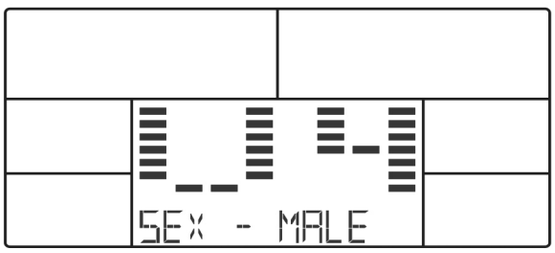

Figure 5
2. À l'aide des touches +/-, vous pouvez sélectionner un programme utilisateur (User 0~4) et le valider en appuyant sur la touche MODE (figures 3 et 4). Réglez ensuite les données utilisateur : SEX (sexe), AGE (âge), HEIGHT (taille) et WEIGHT (poids). Appuyez sur les touches +/- pour sélectionner les valeurs correspondantes (figures 5 à 8).